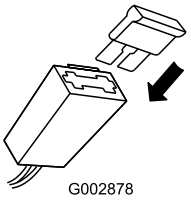

**Figur 30**
2. Sätt i säkringen i hållaren (Figur 30).